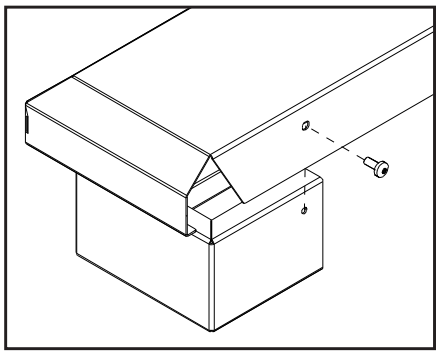

Figure 36: Installing Base Shelf onto Riser.
3. If installing with riser(s) the Base Shelf is to be fastened to the riser(s) with one T-20 screw at each end of the back (see Figure 36).
1. Install the two Trimmable Panel brackets onto the E30 unit using a T-20 Torx screwdriver. See Figures 36 and 37 for the screw installation locations. There are three sets of hole patterns on the brackets depending on which Surround Panel is being installed. See Figures 37-41.